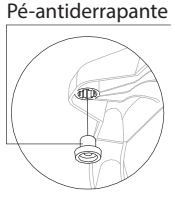
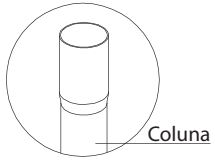

Figura 01
Figura 02
01. Encaixe os pés antiderrapantes na base (figura 01), insira uma coluna expandida (figura 02) com o lado mais fino no furo da base (figura 03), para a montagem na altura mínima, encaixar a coluna superior (figura 04). Posicione o motor com o cotovelo (figura 04), alinhando os furos e as esferas de posição, coloque o parafuso francês 1/4". Encaixe a porca 1/4" na borboleta e aperte todo o conjunto de modo que o ventilador não se movimente na vertical. O mesmo possui duas posições, uma reta e uma inclinada para cima.